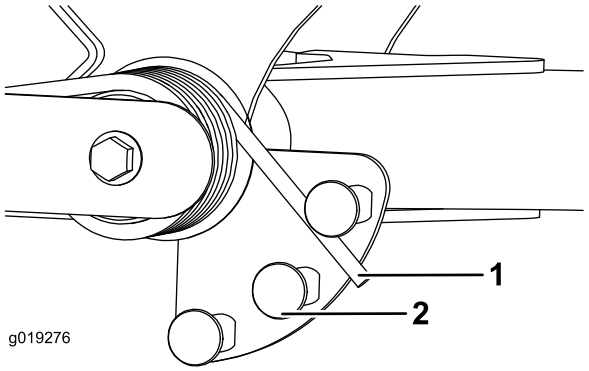

Figur 34
2. Sæt et rør eller en lignende genstand på den lange fjederende, og drej den omkring fjederaktuatoren til den ønskede position (Figur 34).